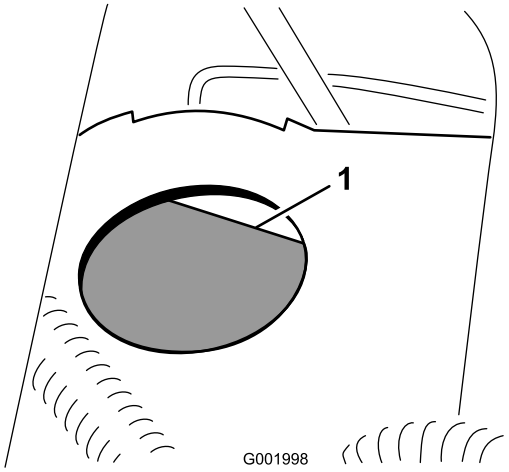

Figur 61
2. Væskestanden skal være op til Full-linjen på beholderen (Figur 61).